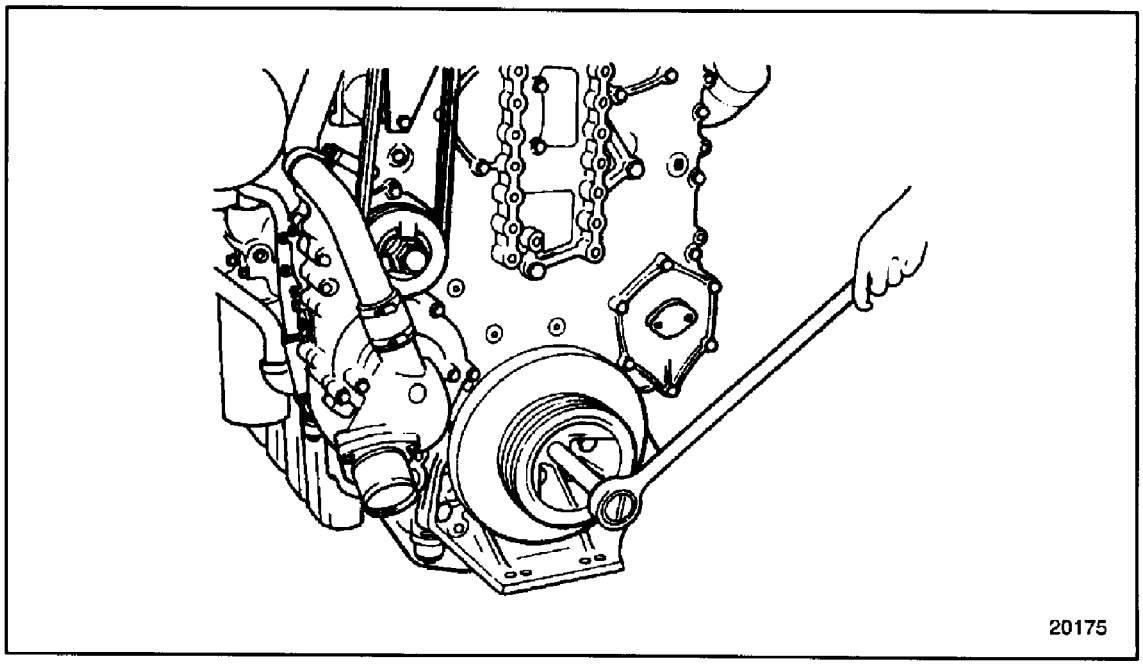

Figure 1-407 Barring Engine Over
6. Using the 3/4 in. square drive hole in the center of the crankshaft pulley and a 3/4 in. drive breaker bar, turn the crankshaft slowly in the direction of engine rotation. See Figure 1-407. Stop when the rod reaches the end of its upward travel.